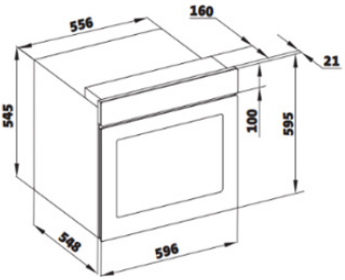

Figura 4
- As dimensões do aparelho são indicadas na figura 4. As superfícies dos móveis a instalar e os materiais de instalação a utilizar devem resistir a uma temperatura de, pelo menos, 100 °C.